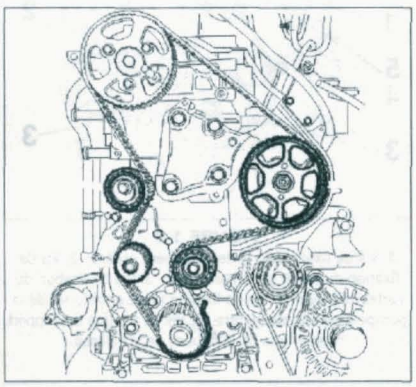

FIGURE 1-11
• Reposer la courroie de distribution en commençant par la roue dentée de vilebrequin puis le galet enrouleur, la roue dentée de pompe haute pression, puis celles d'arbre à cames et de pompe à eau et le galet tendeur. Si nécessaire à la pose, utiliser un étrier en plastique (outil PSA 0188.K) pour maintenir la courroie autour de la roue dentée de vilebrequin **(figure 1-11)**.
• Si utilisé, déposer l'étrier en plastique de maintien **(figure 1-11)**.